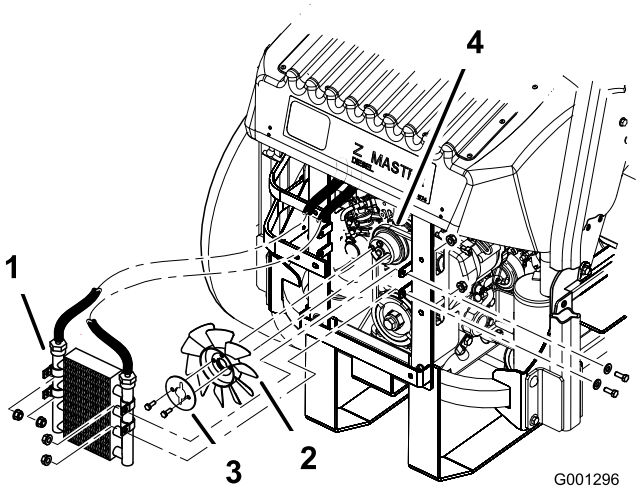

Figur 65
5. Fjern de fire bolte, der fastholder oliekøleren, og placer oliekøleren på siden (Figur 65).
6. Fjern de to bolte, der fastholder ventilatoren og ventilatorpladen på maskinen (Figur 65).
10. Monter ventilatoren og ventilatorpladen på maskinen med de to bolte, der tidligere blev afmonteret (Figur 65).
11. Monter oliekøleren med de 4 bolte, som du tidligere afmonterede (Figur 65).